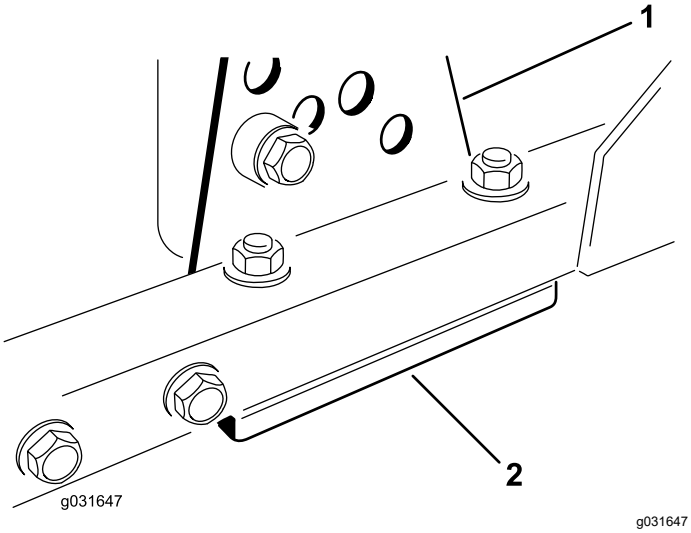

Figura 72
1. Retire o suporte da altura de corte (frente, esquerda ou direita) da estrutura da unidade de corte (Figura 72).
2. Ajuste os calços de 1,5 mm e/ou de 0,7 mm entre a estrutura da unidade de corte e o suporte para obter a altura de corte pretendida (Figura 72).
3. Instale o suporte da altura de corte na estrutura da unidade de corte com os instale os calços restantes debaixo do suporte da altura de corte (Figura 72).